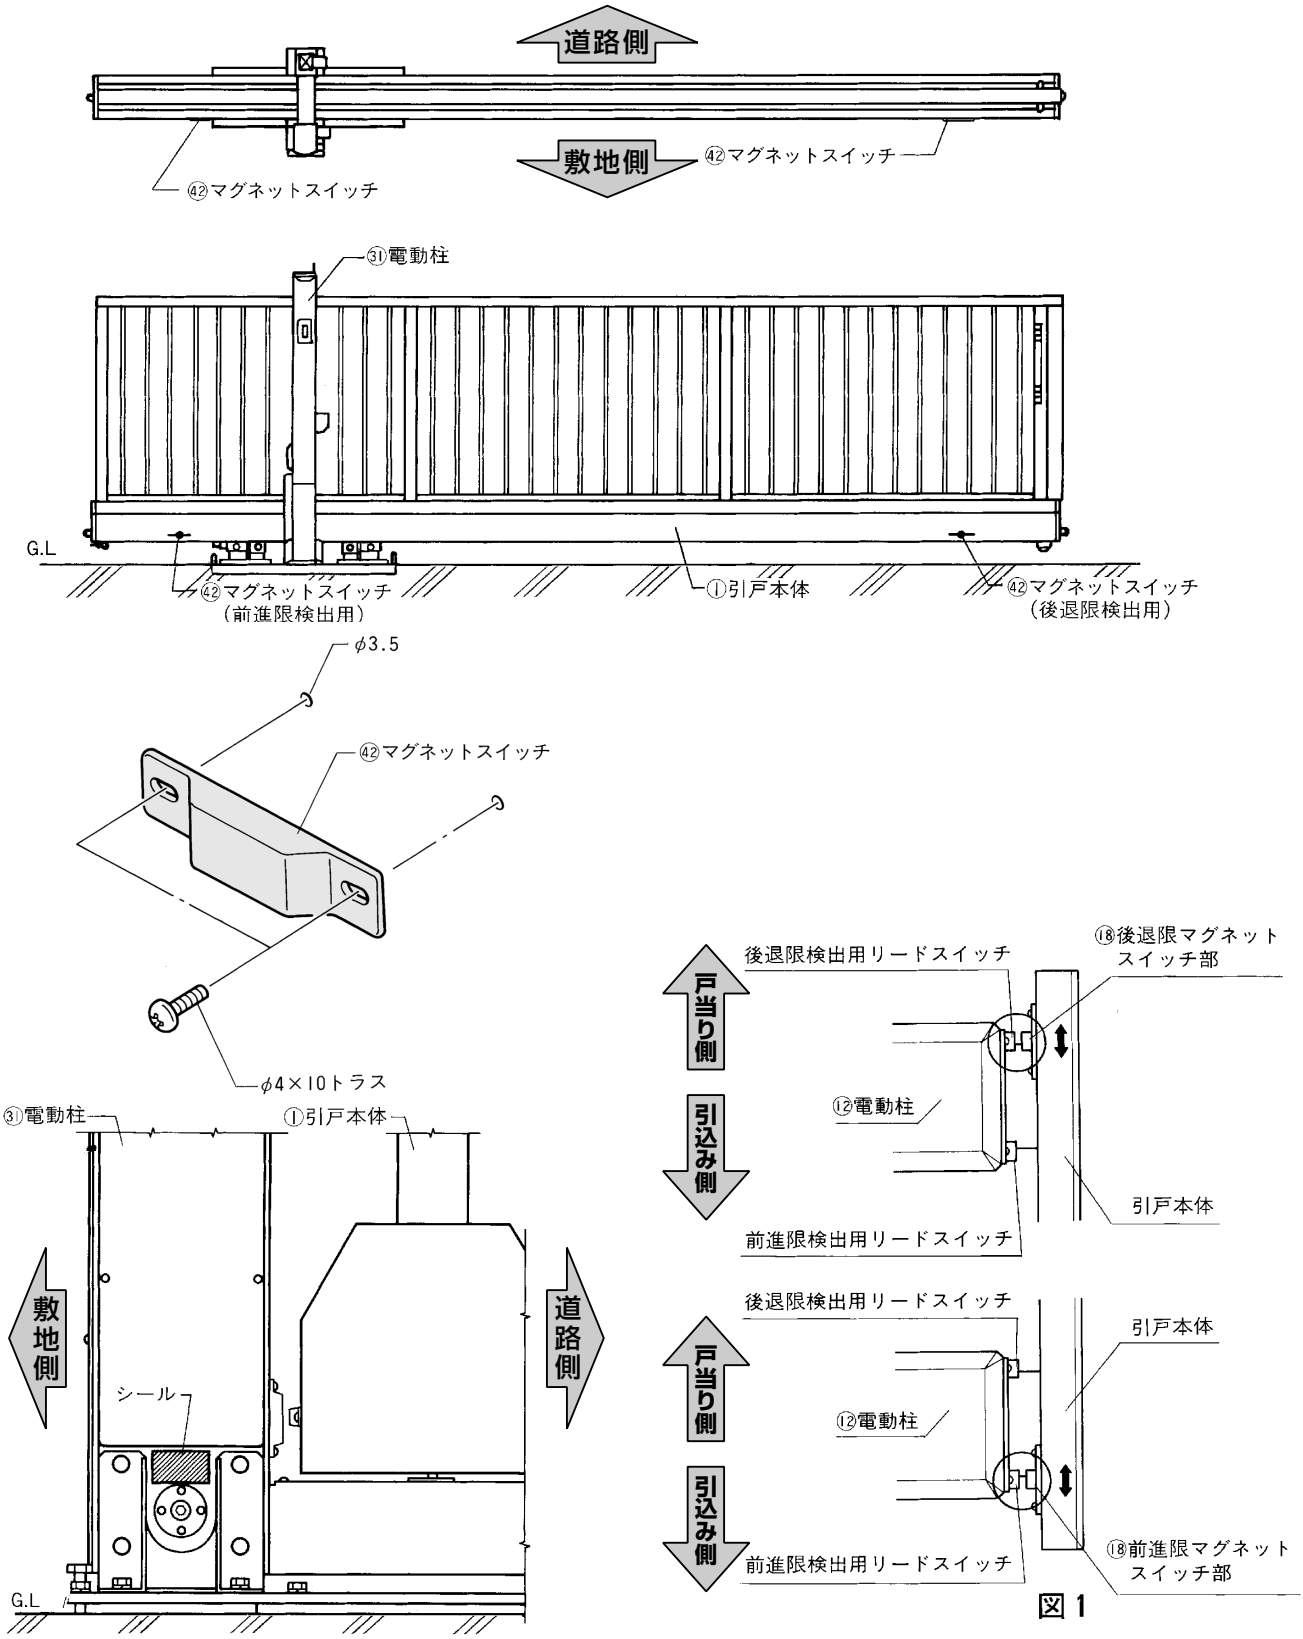

図 1
❶引戸の全閉、全開時に、リードスイッチと向い合う位置にマグネットスイッチを取付けてください。
❷マグネットスイッチ裏面には仮止めの両面テープを貼っています。目測で図1の位置になるよう取付けてから実際に動かして位置を決めてください。
❸その際リードスイッチとマグネットスイッチの中心があうように取付けてください。
❹位置が決まりましたらドリル下孔（φ3.5）をあけ、ネジで固定してください。
❶ 送信器裏側、カバーの溝にコイン等を差し込み、矢印方向に回して電池カバーを外します。（図1参照）